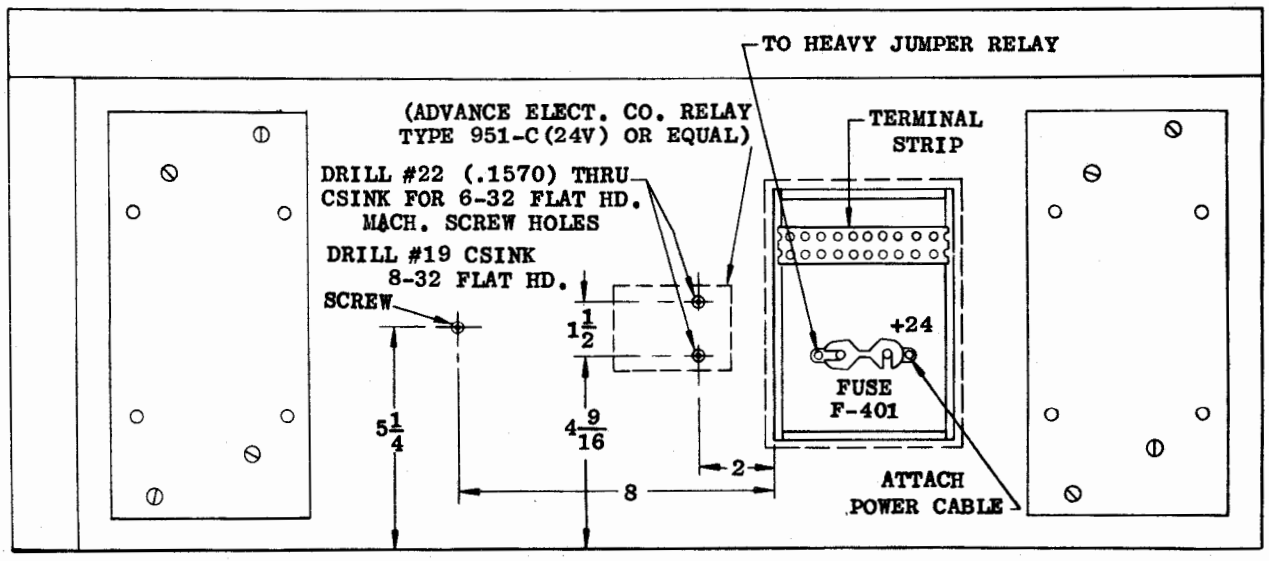

Figure 7-2. Mounting Base FT-237 Modification
(1) Drill two 5/32 inch holes in mounting base, using relay K601 as a template and locating holes as shown in Figure 7-2.
(2) Countersink these two holes from the top side of mounting base.
(3) Mount the relay on the bottom side of mounting base as shown in Figure 7-2, using two 6-32 x 5/8 inch flat head machine screws and lockwashers.